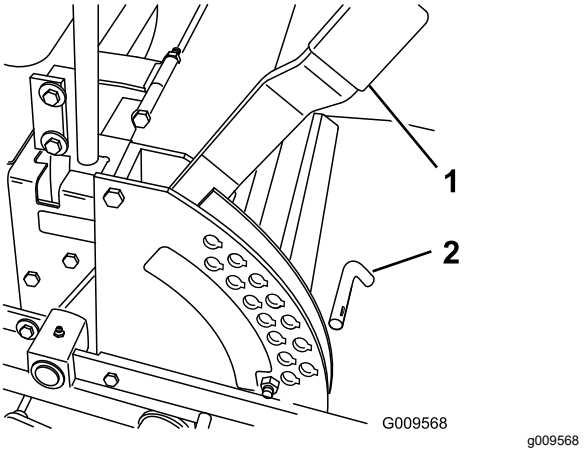

Figuur 28
1. Zet de maaihoogtehendel omhoog in de TRANSPORTSTAND (eveneens de maaihoogtestand van 127 mm) (Figuur 28).
2. Om de maaihoogte in te stellen, verwijdert u de pen uit de maaihoogtebeugel (Figuur 28).
3. Kies de opening in de maaihoogtebeugel die overeenkomt met de gewenste maaihoogtestand, en steek daarin de pen (Figuur 28).